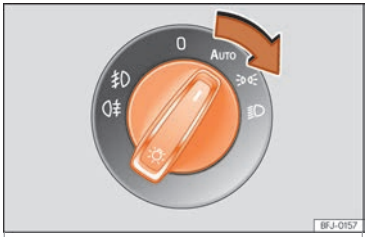

Fig. 107 Dash panel: lights control.
- Turn the switch to the required position ››› Fig. 107.